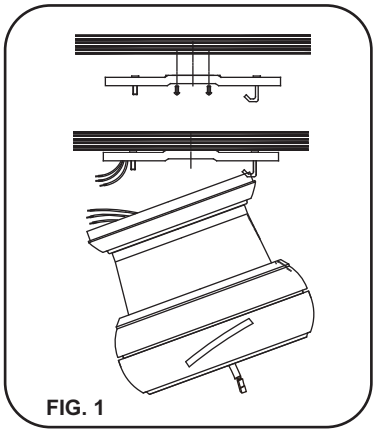

FIG. 1
Paso 1. Asegure la abrazadera de montaje a la caja de distribucion con los dos tornillos y las dos arandelas que vienen con el ventildor, asegurandose que la abrazadera este apretada y segura. (Fig. 1)
Paso 2. Levante el ventilador y cuelgelo del gancho de la abrazadera de montaje y deje que cuelgue libremente. (Fig.1)